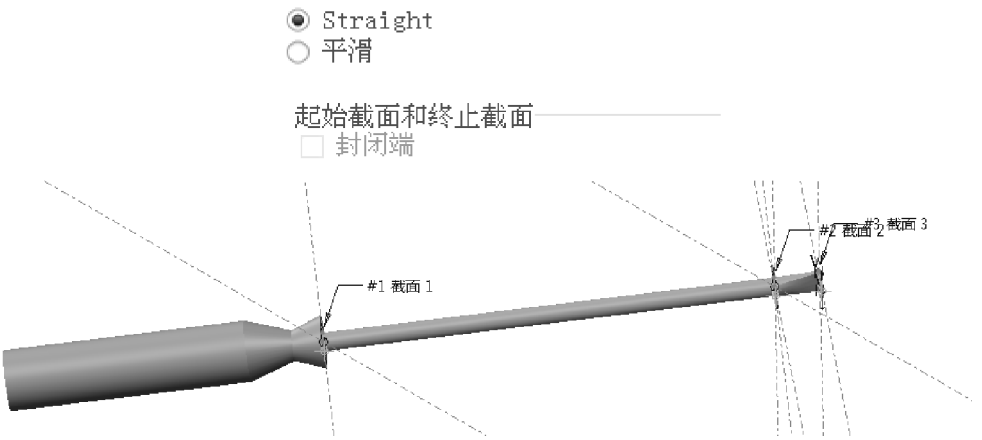

图 3-50 设定混合截面间过渡曲面性质后生成的特征
(12) 设定混合截面间过渡曲面的性质为 Straight(直的),此时,屏幕显示如图 3-50 所示。